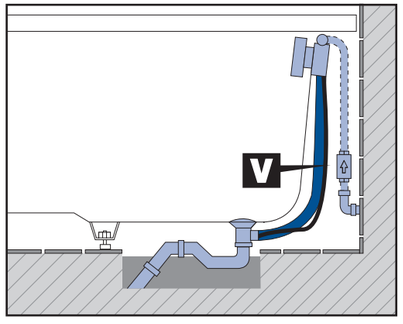
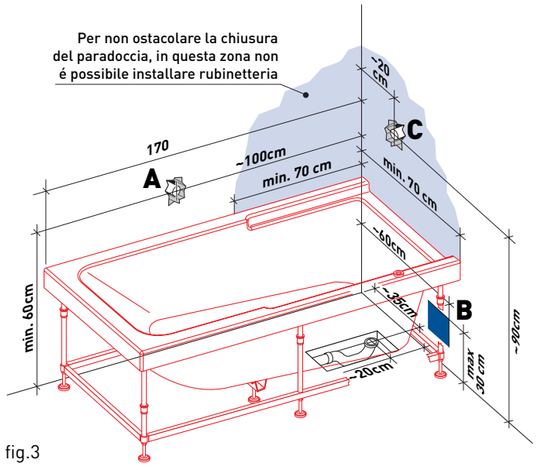

fig.2
fig.3
- Nel punto "**B**" (fig.3) occorre predisporre in caso di erogazione dal troppo pieno (fig.2), un attacco da **3/4"** per acqua miscelata proveniente dal miscelatore a parete, interponendo una valvola di non ritorno (V).